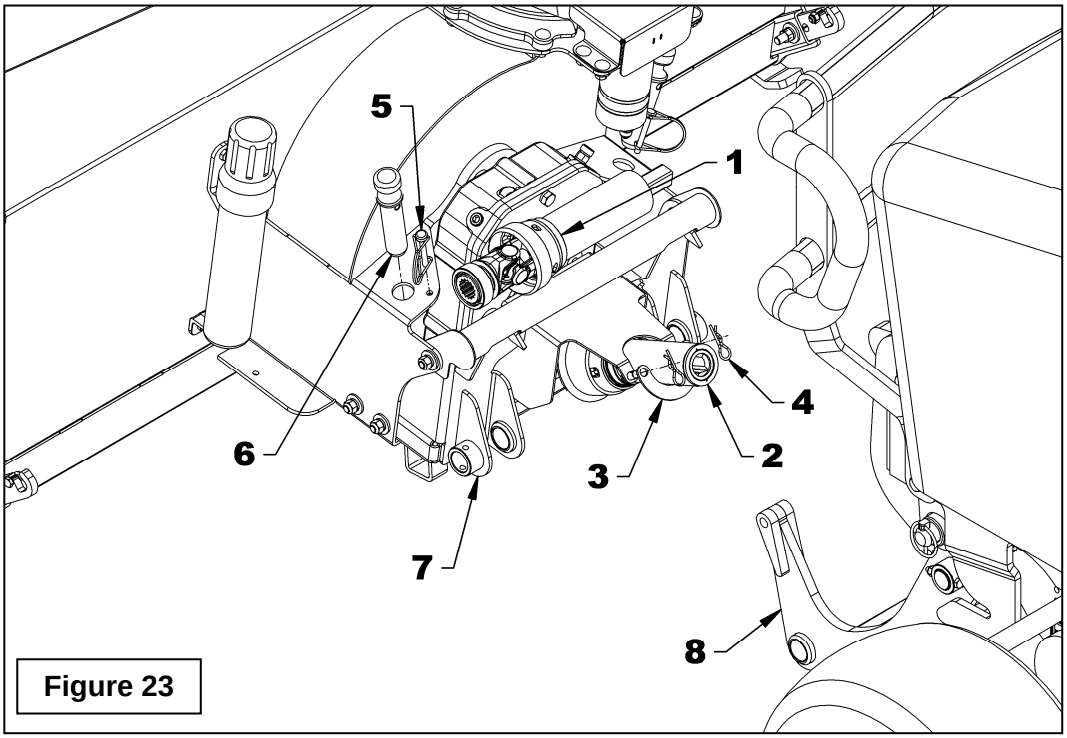

Figure 23
Figures 22-23 : Débrancher et retirer l'arbre à cardan mâle (item 1) du sous-châssis et déposer-le entre le tube de l'attache femelle et la boîte d'engrenages de la souffleuse à neige tel qu'illustré sur la figure 23.
Figure 23: Retirer le support en "U" (item 3) du garde protecteur de la souffleuse à neige et fixez-le dans le sens opposé (vers le bas) à l'aide des 2 goupilles en épingles 2.5mm x 40mm (item 4) afin de retenir le demi arbre à cardan femelle de la souffleuse.
Figure 23: Retirer les goupilles de verrouillage rondes 1/4" x 1 3/4" (item 5) et les 2 goupilles de l'attache de la souffleuse (item 6) et déposez-les dans les trous appropriés du bâti de la souffleuse à neige.
Figure 23 : Descendre lentement la souffleuse au sol à l'aide du levier de commande hydraulique du tracteur et décrocher l'attache mâle du tracteur (item 8) de l'attache de la souffleuse (item 7) en reculant lentement.